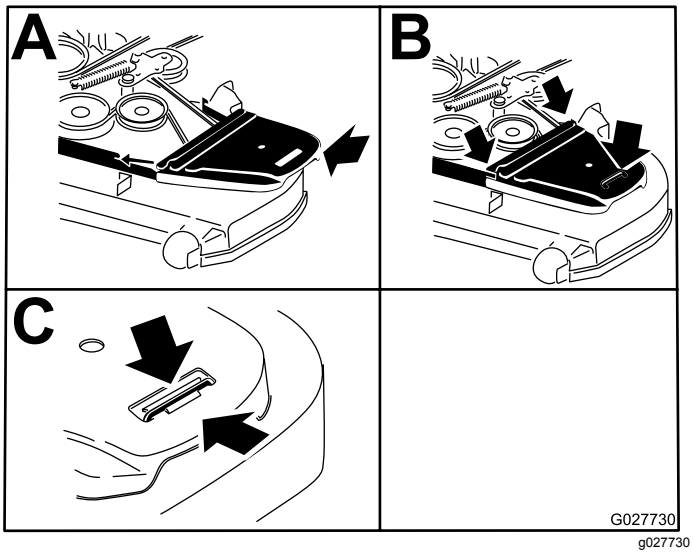

Figur 83
14. Monter remskærmene og de bolte, der sidder på dem (Figur 83).